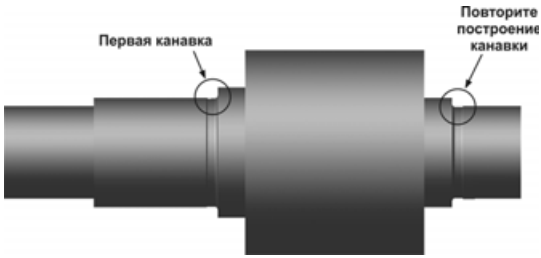

Рис. 5.243
- В окне модели система построит изображение канавки (рис. 5.243). Аналогичным образом постройте такую же канавку для шейки радиусом 15.